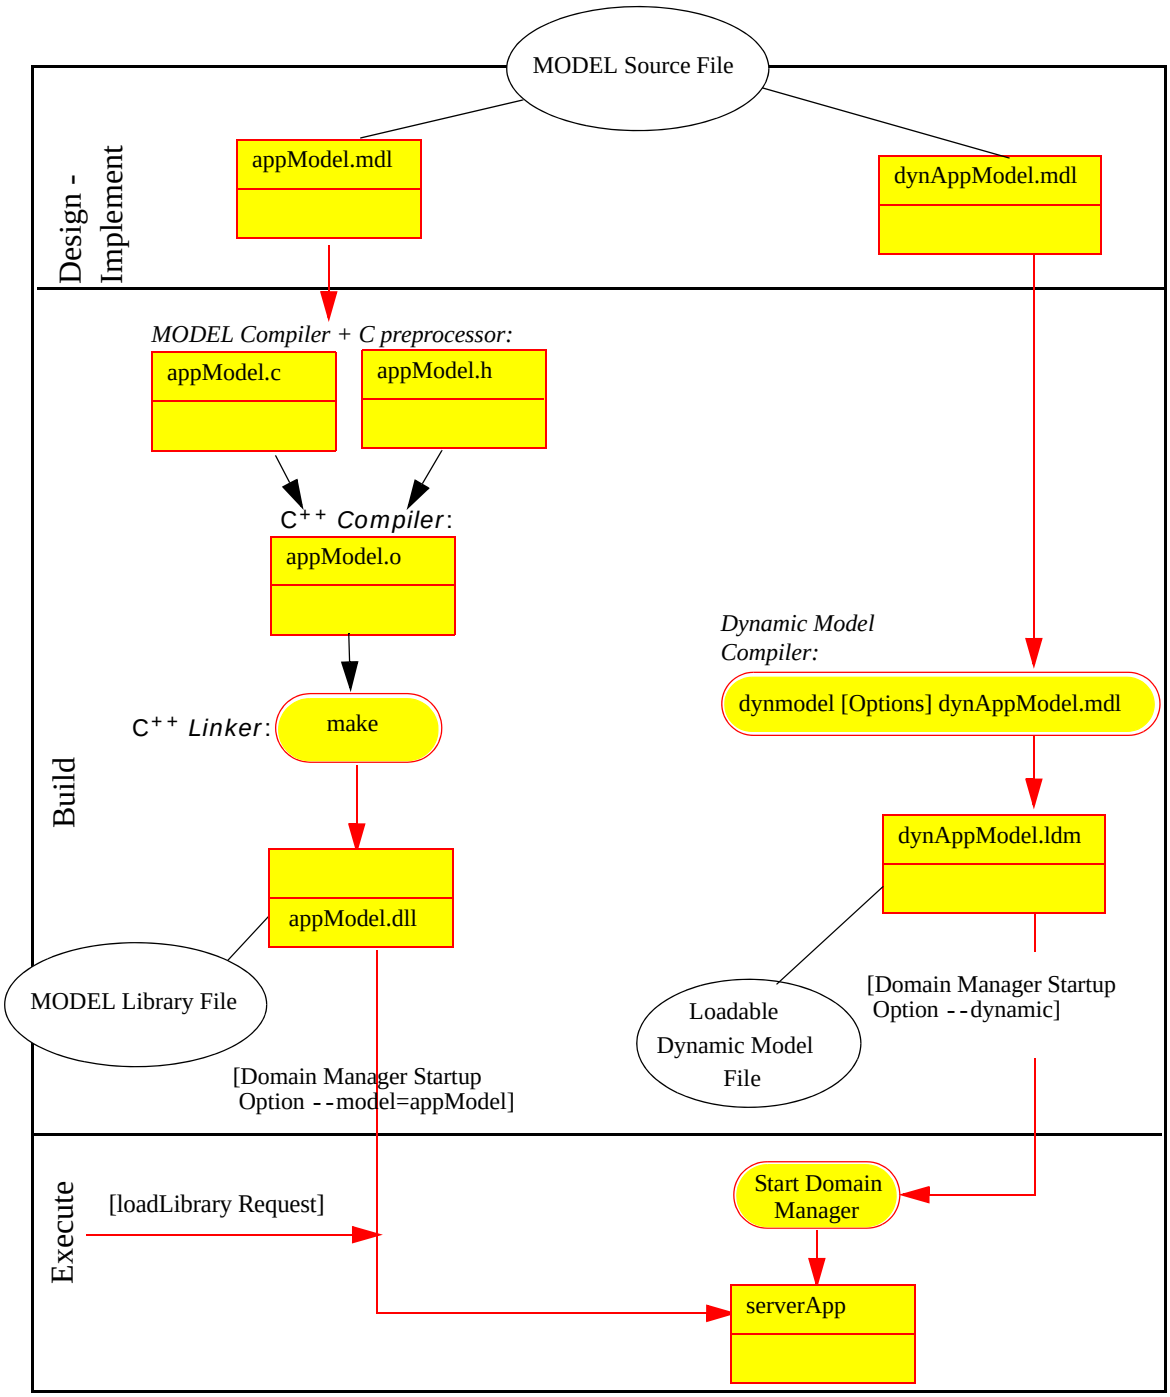

Figure 17 Simplified MODEL and Dynamic Model methodology comparison
Figure 17 on page 119 shows the differences between using MODEL and Dynamic Model.
- There are other files that are produced by the MODEL compiler and by the Dynamic Model compiler. Figure 17 on page 119 is a simplified view to highlight the major differences. A more detailed explanation of the MODEL compiler is available in the *EMC Smarts MODEL Reference Guide* .